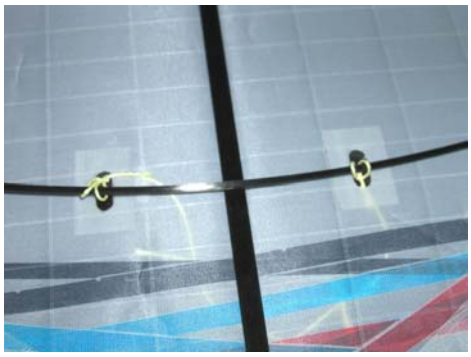

Figure 27: Viewed from back, V-line is attached to bow spar.
31. Pass one end of the Kevlar V-line up through (from the front side) one of the holes (doesn't matter which) and larks head it around the bow spar. Pass the other end of the V-line up through the other bridle hole and larks head it on the bow spar. Slide the bow spar until it is centered and install the bow spar in proper orientation (you may have rotated it a specific way in step 27). See Figure 27.